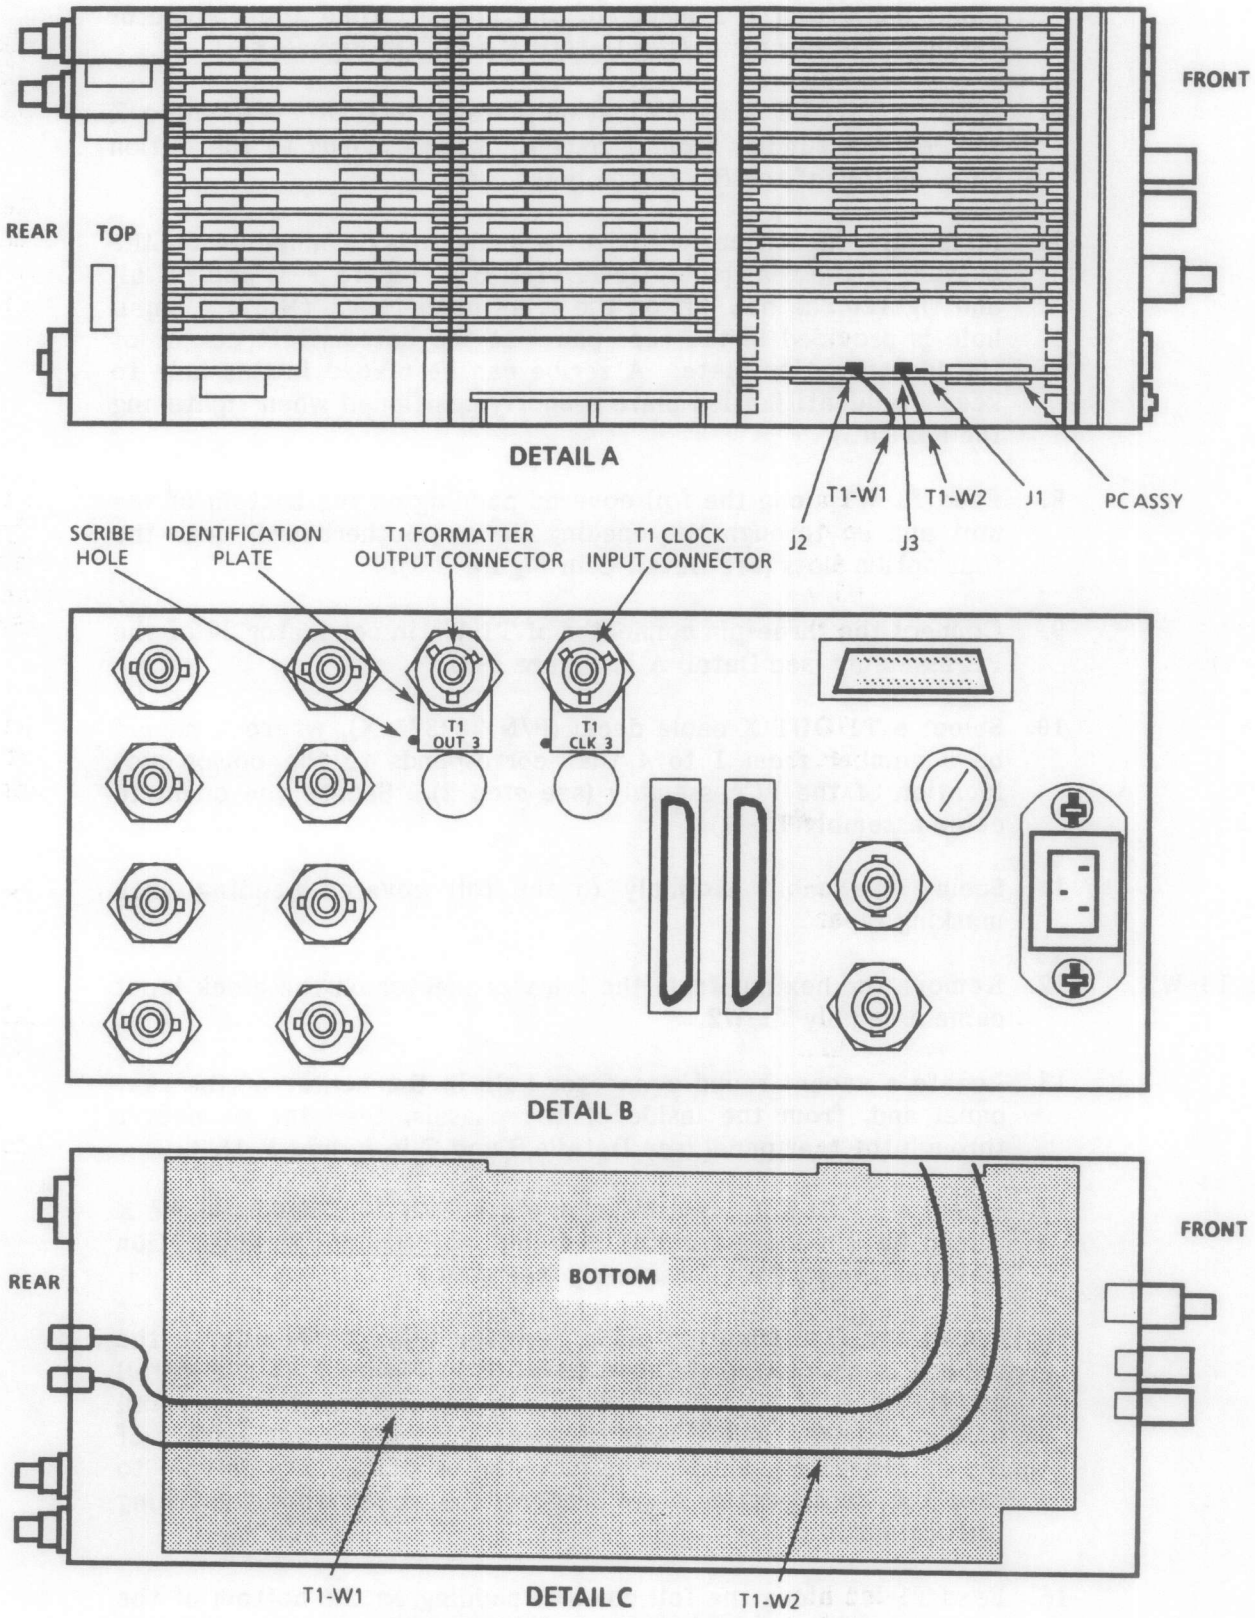

Figure F-1. Field Installation Procedure
2. Install the T1 Formatter PC Assembly in any vacant option slot (A44 thru A47) in the main chassis (see **Detail A** in **Figure F-1**). A44 is considered option slot #1, A45 is option slot #2, A46 is option slot #3, and A47 is option slot #4.
5. Locate a vacant round connector hole in the center of the rear panel and, from the inside of the chassis, feed the connector through the rear panel (see Details B and C in **Figure F-1**).
7. Install the identification plate over the triax connector on the outside of the rear panel (see Detail B in **Figure F-1**) and install and tighten the hex nut on the triax connector. (Note: a small hole is provided in the rear panel at the bottom-left corner of the identification plate. A scribe can be placed in this hole to keep the identification plate properly positioned when tightening the hex nut.)
8. Feed T1-W1 along the foil covered padding on the bottom of the unit and up through the opening in the motherboard, near the four option slots (see Detail C in **Figure F-1**).
9. Connect the three-pin connector of T1-W1 in connector J2 of the PC assembly (see Detail A in **Figure F-1**).
13. Locate a vacant round connector hole in the center of the rear panel and, from the inside of the chassis, feed the connector through the rear panel (see Details B and C in **Figure F-1**).
15. Install the identification plate over the triax connector on the outside of the rear panel (see Detail B in **Figure F-1**) and install and tighten the hex nut on the triax connector. (Note: a small hole is provided in the rear panel at the bottom-left corner of the identification plate. A scribe can be placed in this hole to keep the identification plate properly positioned when tightening the hex nut.)
16. Feed T1-W2 along the foil covered padding on the bottom of the unit and up through the opening in the motherboard, near the four option slots (see Detail C in **Figure F-1**).
17. Connect the three-pin connector of T1-W2 in connector J3 of the PC assembly (see Detail A in **Figure F-1**).